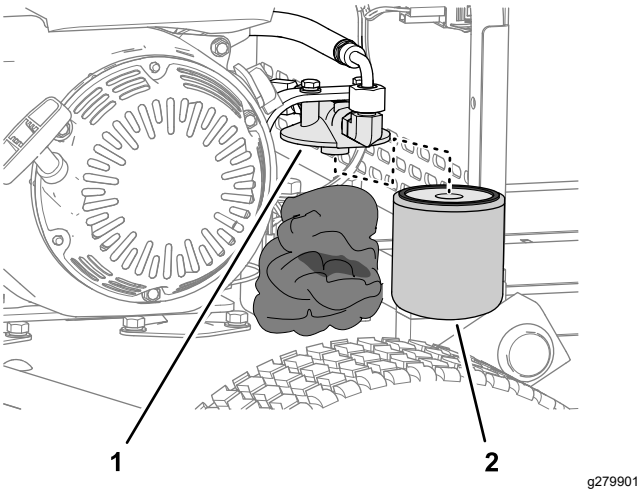

Figur 38
2. Fyll området under hydraulfiltret med trasor (Figur 38).
3. Avlägsna försiktigt hydraulfiltret (Figur 38).
5. Montera filtret på filterhuvudet för hand (Figur 38) tills packningen nuddar vid filterhuvudet. Dra sedan åt filtret ytterligare tre fjärdedels varv.